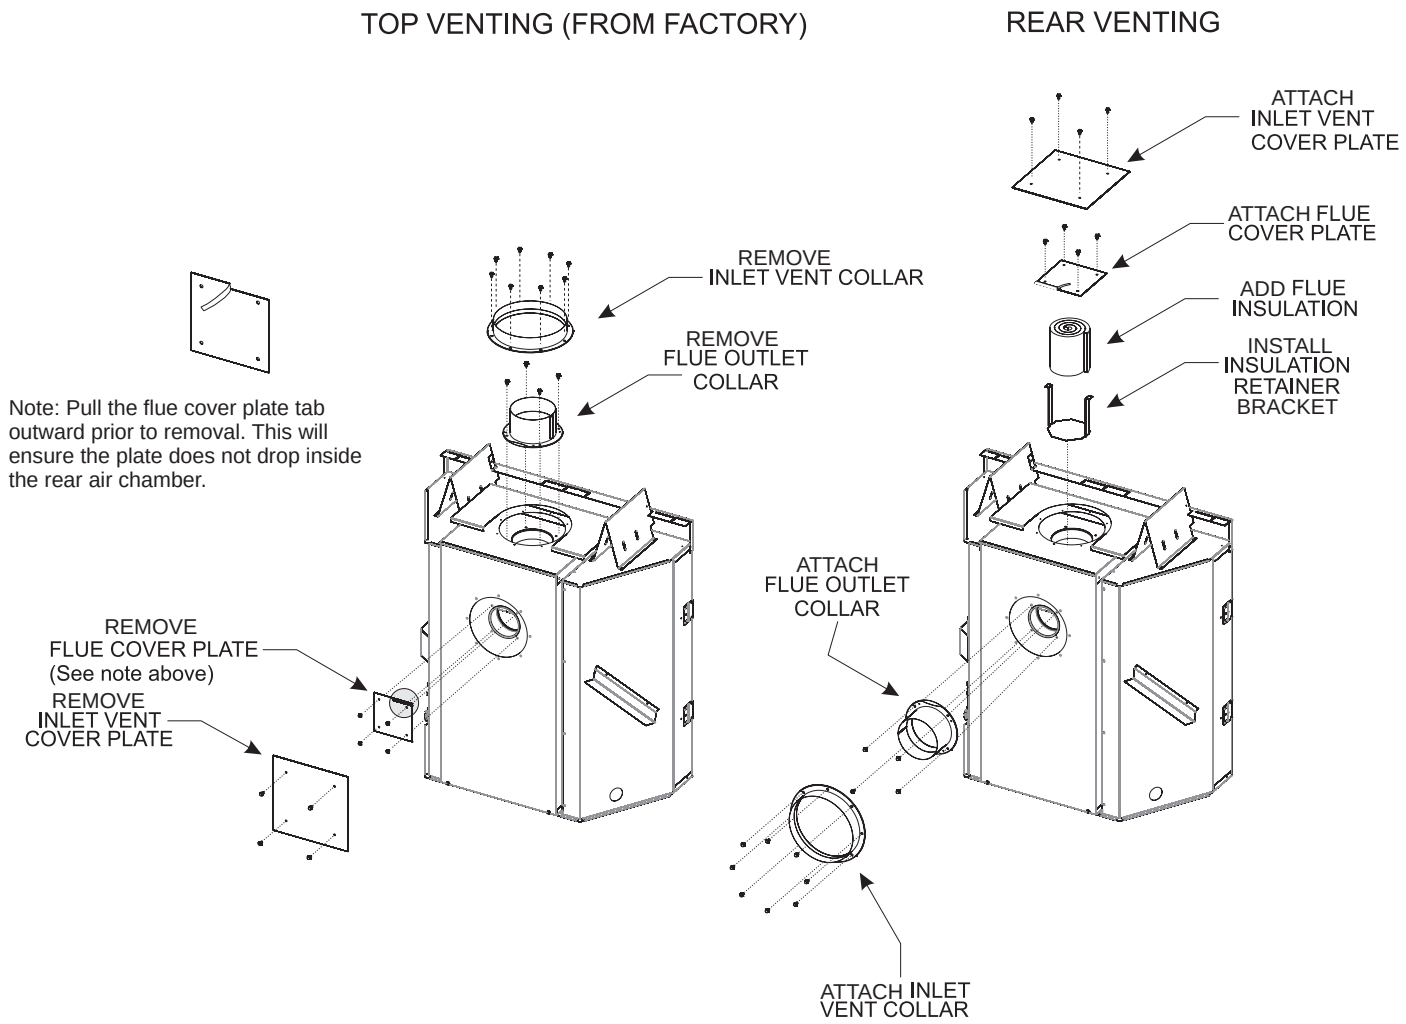

**Figure 45**
4. Re-install the inlet vent cover plate over the top inlet opening with eight #10 hex head screws. **See Figure 45.**